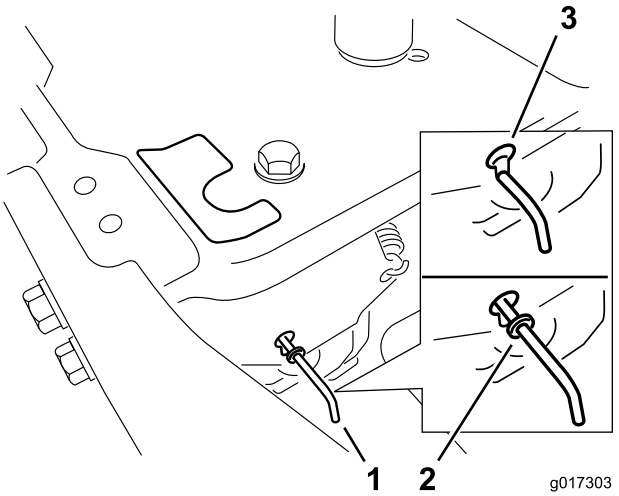

Figur 21
4. För förbikopplingsreglagen framåt genom nyckelhålet och nedåt för att låsa dem på plats (Figur 21).
För förbikopplingsreglagen bakåt genom nyckelhålet och nedåt för att låsa dem på plats enligt Figur 21.